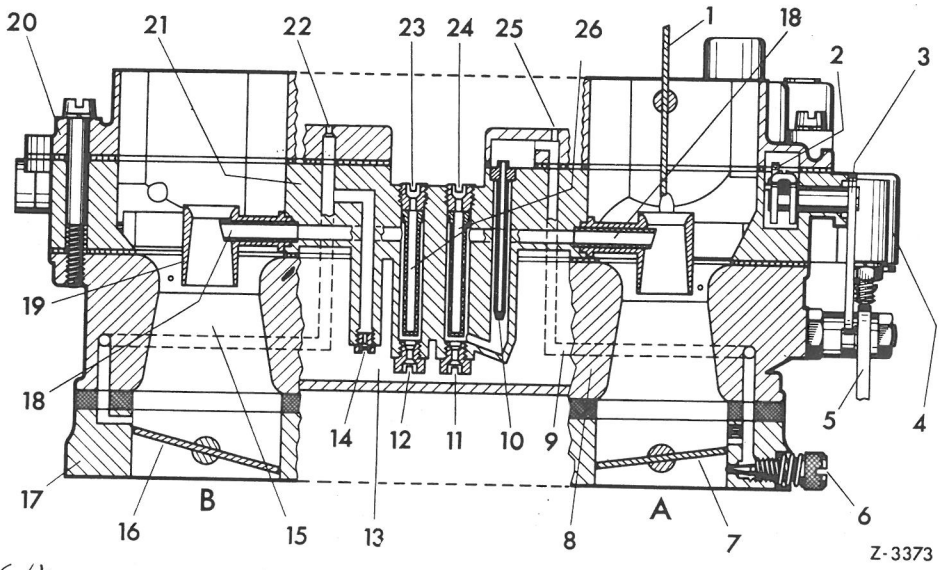

Fig. 07-26/4
Benzinen når fra svømmerkammeret over hoveddyserne (11) og(12) ind i blanderørshullerne (reserve) til I. og II. trin (fig. 07-26/4).